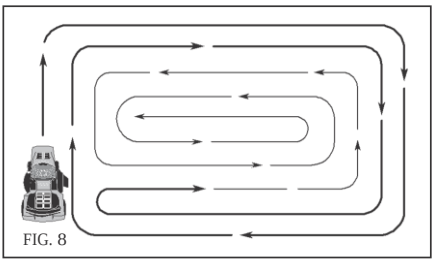

FIG. 8
- Ao cortar grandes áreas, comece virando para a direita de modo que os recortes serão descarregados longe de arbustos, cercas, caminhos, etc. Após uma ou duas voltas, corte na direção oposta virando para o lado esquerdo até terminar (Ver Fig. 8).